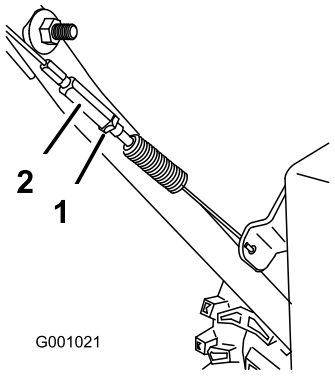

Figur 36
3. Spænd kontramøtrikken (Figur 36).